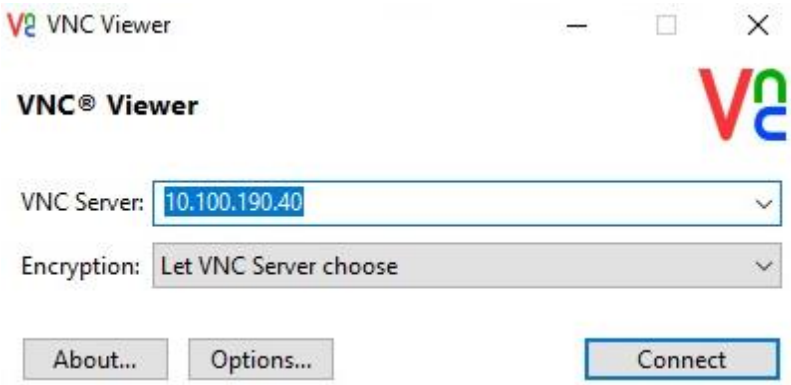

Fig. 3: VNC host configuration.
- Type host 10.100.190.40 as shown in Fig. 3. From there you can access the screen, which will adapt depending on the open window.